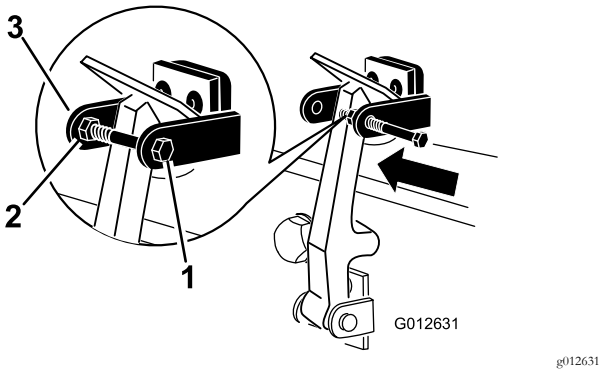

Figur 6
9. Sätt i skruven genom den andra av CE-låsfästets armar och fäst den med hjälp av låsmuttern och brickan (Figur 6).